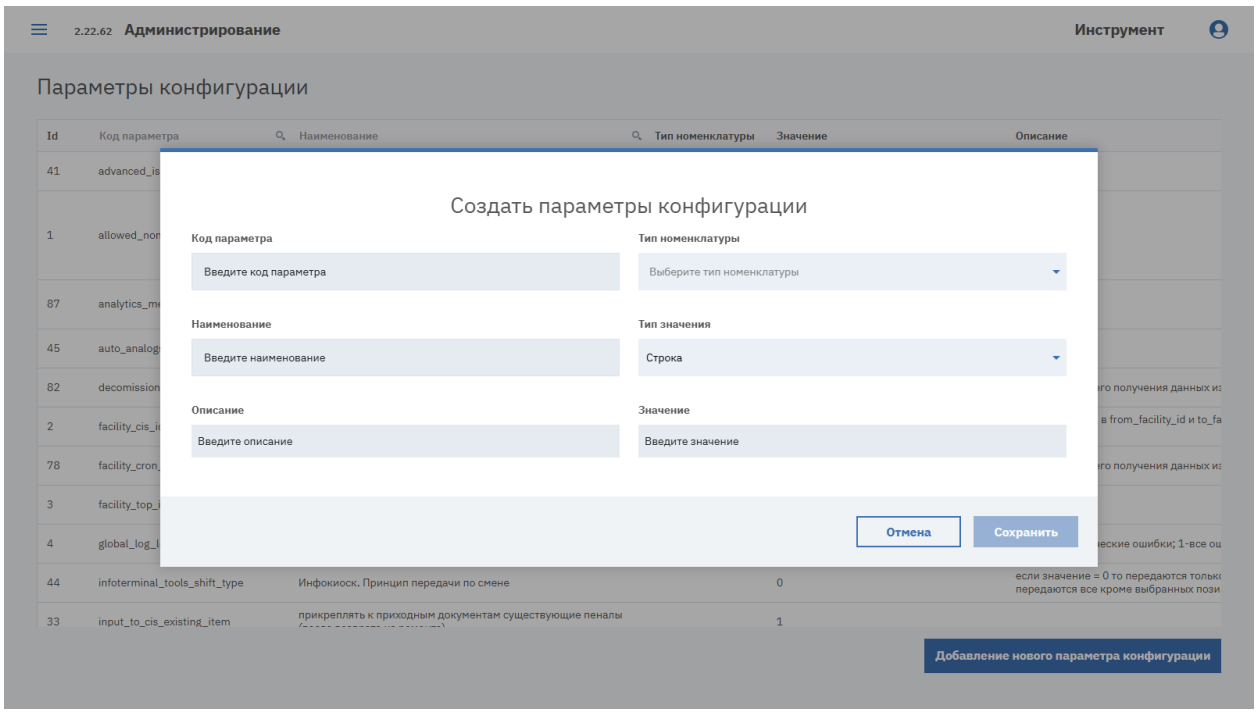

Рисунок 25. Окно «Создать параметры конфигурации»
1. Нажмите кнопку «Добавление нового параметра конфигурации». Откроется окно «Создать параметры конфигурации» (см. Рисунок 25).